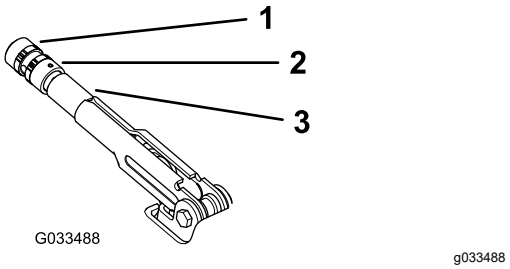

Figur 65
2. Lossa ställskruven som fäster ratten på parkeringsbromsspaken (Figur 65).